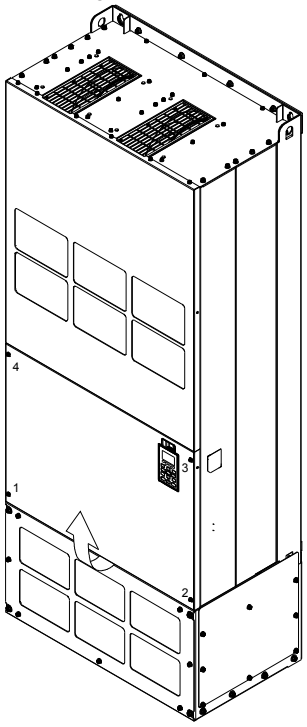

Figure 1
1. Loosen the screw and remove the top cover (figure 1)